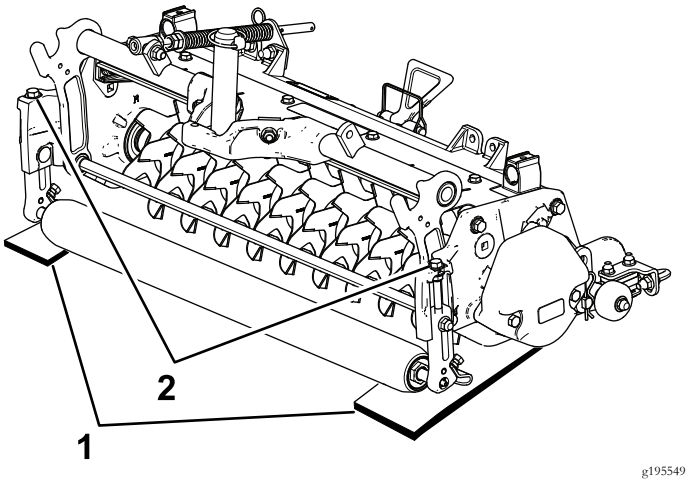

Figura 9
2. Collocate due spessori alti quanto la profondità di penetrazione desiderata sotto i rulli anteriore e posteriore del verticutter (su entrambi i lati del cilindro) (Figura 9).
3. Girate ogni bullone di regolazione sulla staffa dell'altezza di taglio (Figura 9) fino a quando le lame del cilindro non toccano il suolo a entrambe le estremità.